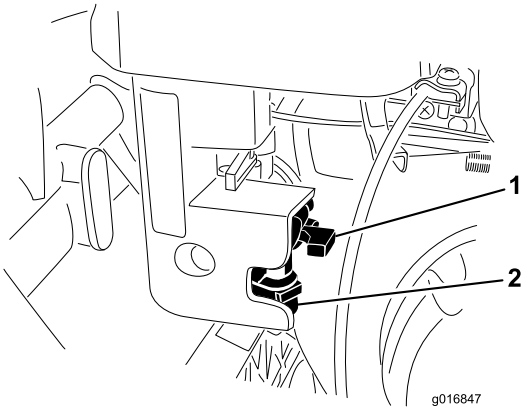

Figur 36
1. Steng drivstoffventilen, og skru av drivstoffkoppen fra filteret (Figur 36).